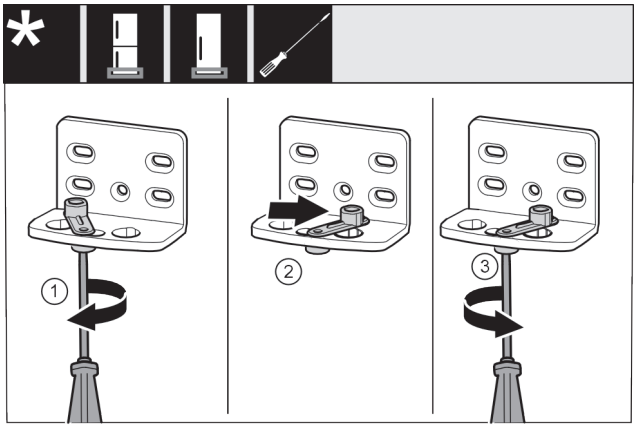

*Fig. 46 **
- ▶ Schraube *Fig. 46 (1)* mit Schraubendreher lose schrauben.*
- ▶ Türschließhilfe *Fig. 46 (2)* anheben und um 90° nach rechts in Bohrung drehen.*
- ▶ Schraube *Fig. 46 (3)* mit Schraubendreher festschrauben.*